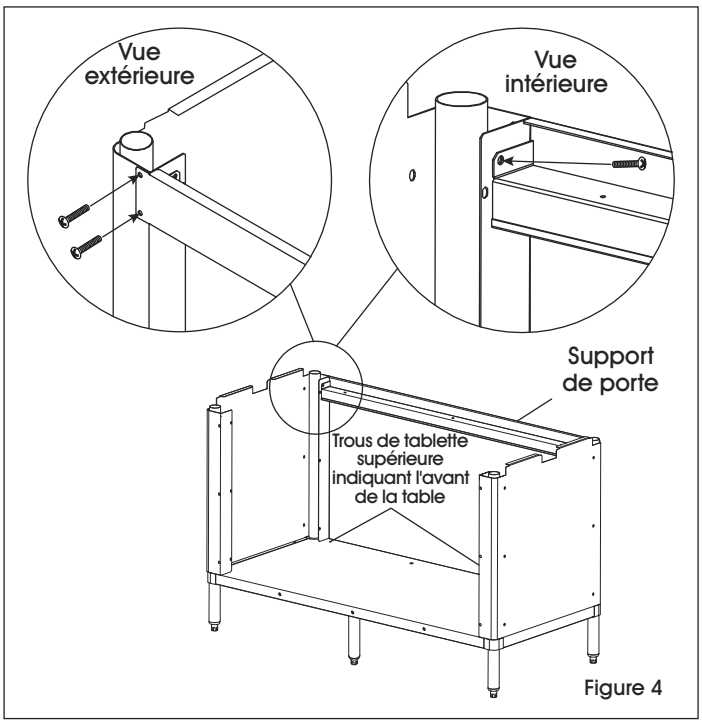

Figure 4
5. Placez le support de porte sur les panneaux latéraux (à l'avant de la table) et fixez à l'aide de six grands boulons cruciformes. Deux boulons à l'extérieur et un boulon à l'intérieur sont à placer dans chaque côté du support de porte. (Voir Figure 4)